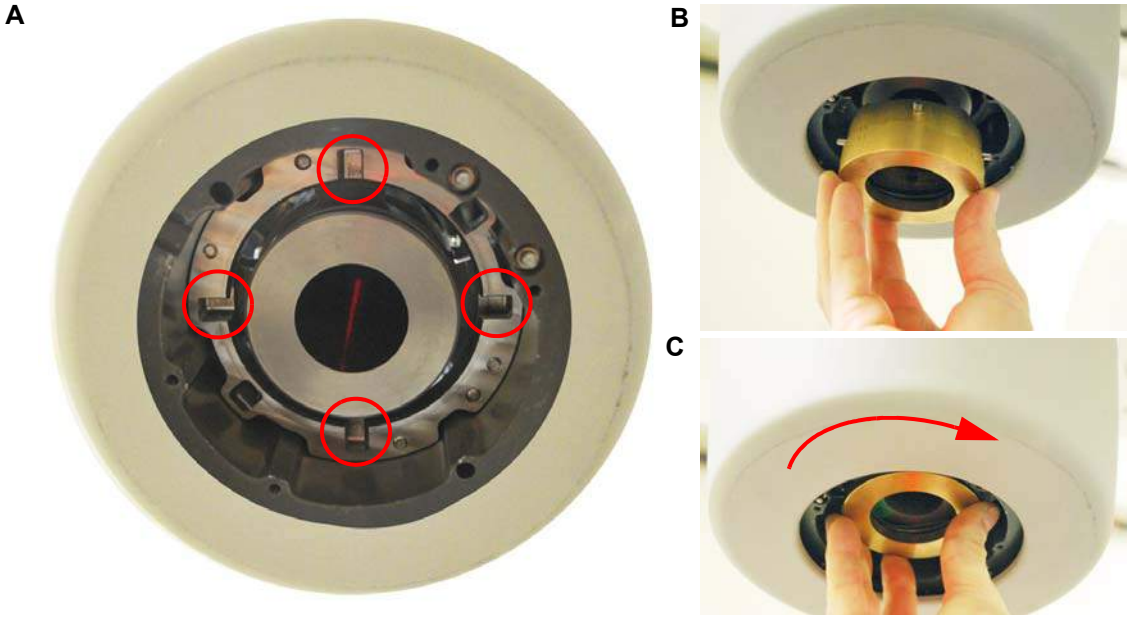

Figura 7 Instalação da porca de retenção A. Ranhuras da porca de retenção B. Deslize até as ranhuras no compartimento C. Gire até 15° para prender seguramente.
4. Deslize a porca de retenção dentro do compartimento do colimador fixo de modo que seus 4 pinos de travamento se encaixem nas ranhuras da porca de retenção e gire manualmente a porca de retenção no sentido horário, completando menos que uma volta, até que ele fique preso seguramente no compartimento (Figura 7).